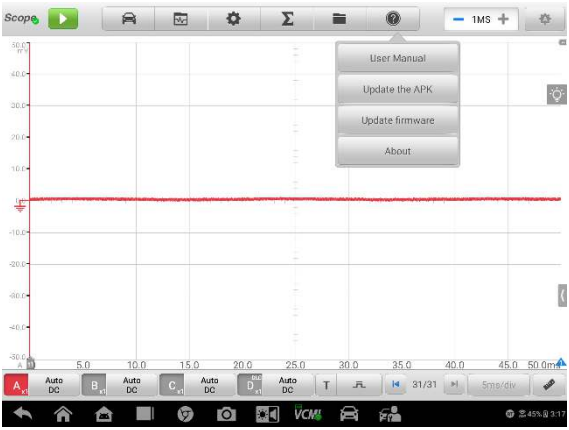

Figure 8-2 *Help Screen*
1. Tap the **Help** button on the upper toolbar of the screen. A dropdown menu displays. (See *Figure 8-2 Help Screen*.)